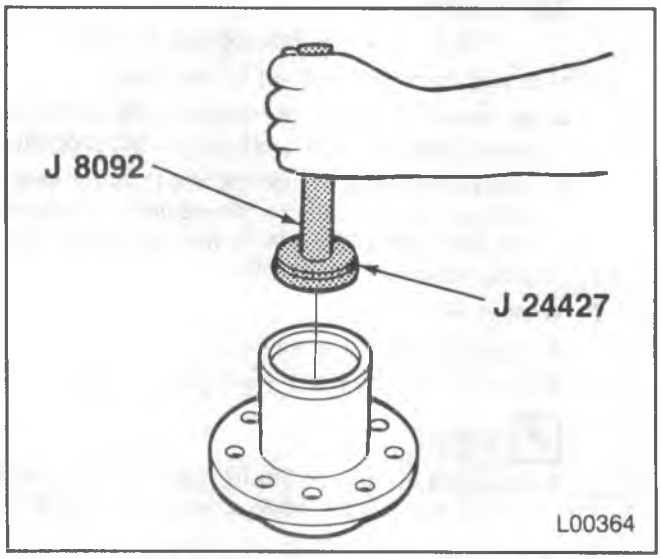

Figure 31—Installing Inner Bearing Cup
3. Inner bearing cup (46 or 61) using J 8092 and J 24427 (figure 31).